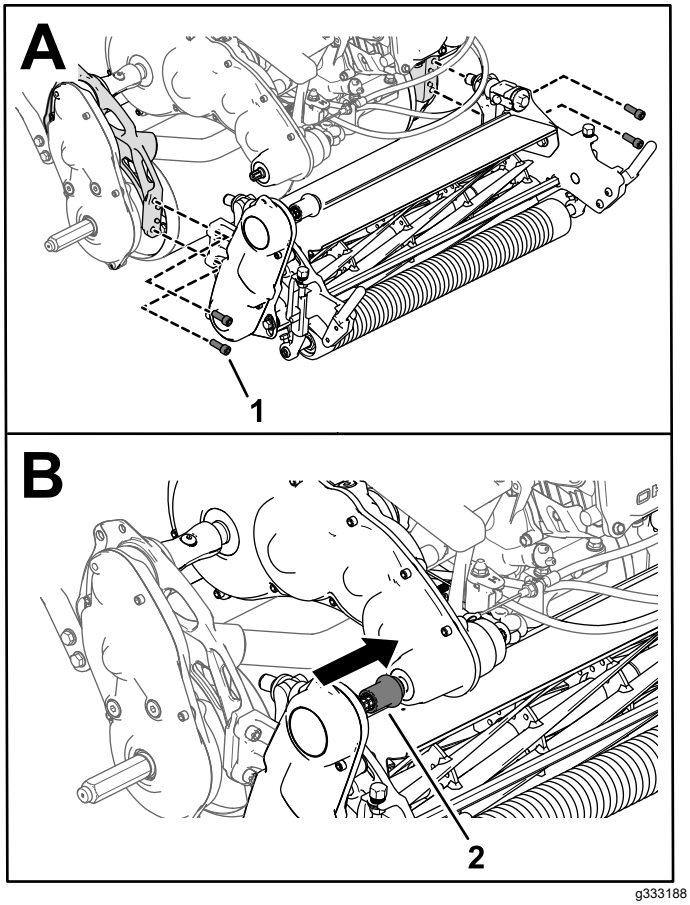

Figur 47
3. Bruk fire skruer med innvendig sekskant for å feste klippeenheten til rammen (Figur 47).
4. Skyv klippeenhetens drivkobling på girkassens drivaksel (Figur 47).